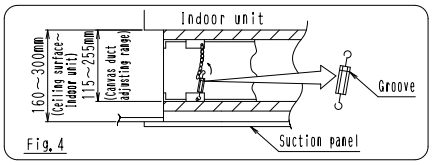

Fig. 4
- The canvas duct can be adjusted in the 115~255mm range. [See Fig. 4]
a. Attach the turnbuckles to the canvas duct and hook the turnbuckles to the chain at a point that closes the gap between the ceiling surface and the suction panel. (Fig. 4)(Before attaching the turnbuckles, lengthen the screws. Attach them with the groove facing upwards.)[Fig. 3]